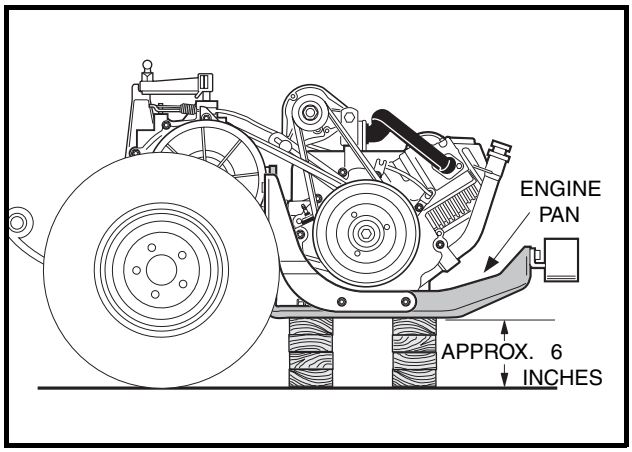

Figure 16-28 Position Powertrain
16. Place blocks under the engine pan so they will completely support the engine and keep it **level to the floor (Figure 16-28, Page 16-13)**. **See following NOTE.**